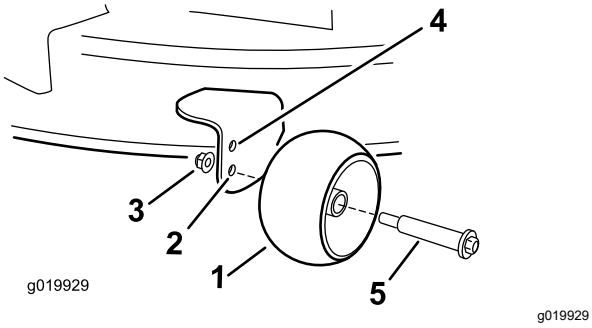

Figuur 28
- Bovenste gat – gebruik deze stand als het maaidek op een maaihoogte van 63 mm of lager staat (Figuur 28).
- Onderste gat – gebruik deze stand als het maaidek op een maaihoogte van 76 mm of hoger staat (Figuur 28).